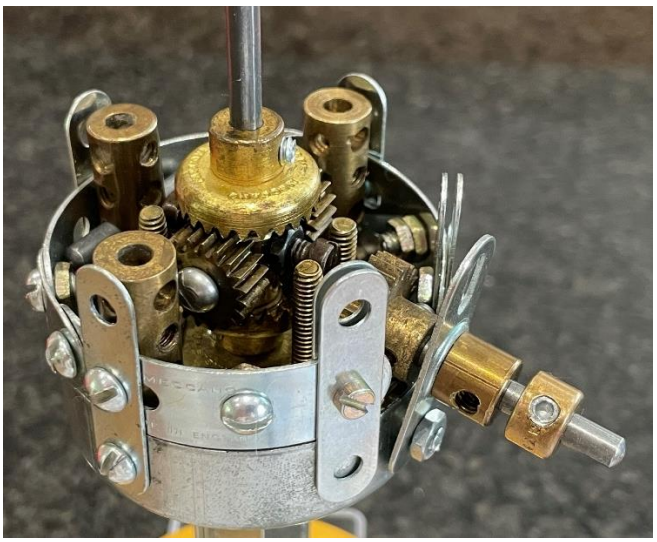

Abb. 5.5 Zusammenbau, 5. Schritt
- Abbildung 5.5: Setzen Sie nun die verbleibende Halbwelle ein - mit dem gleichen P52- und 561-Abstand - und prüfen Sie, ob die Verzahnung genau und symmetrisch ist.